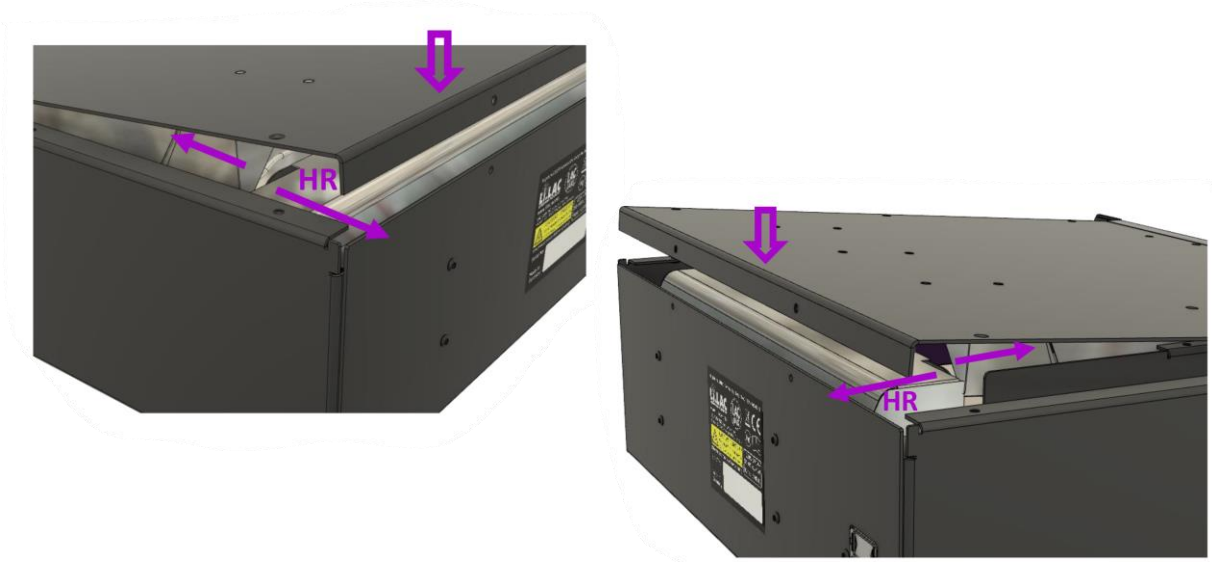

Fig. 23
4. Pull the main reflector HR on both left and right sides towards the rear of the housing using a hook tool. Slide the upper housing lid towards the front of the housing and gently push it downwards. (Fig. 23)